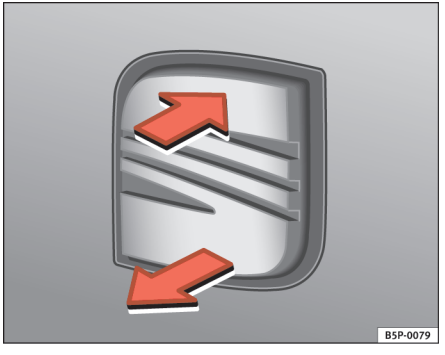

Fig. 44 Bagklap: åbning udefra
– Træk i grebet, og løft bagklappen lidt op ⇒ fig. 44. Bagklappen åbnes automatisk.